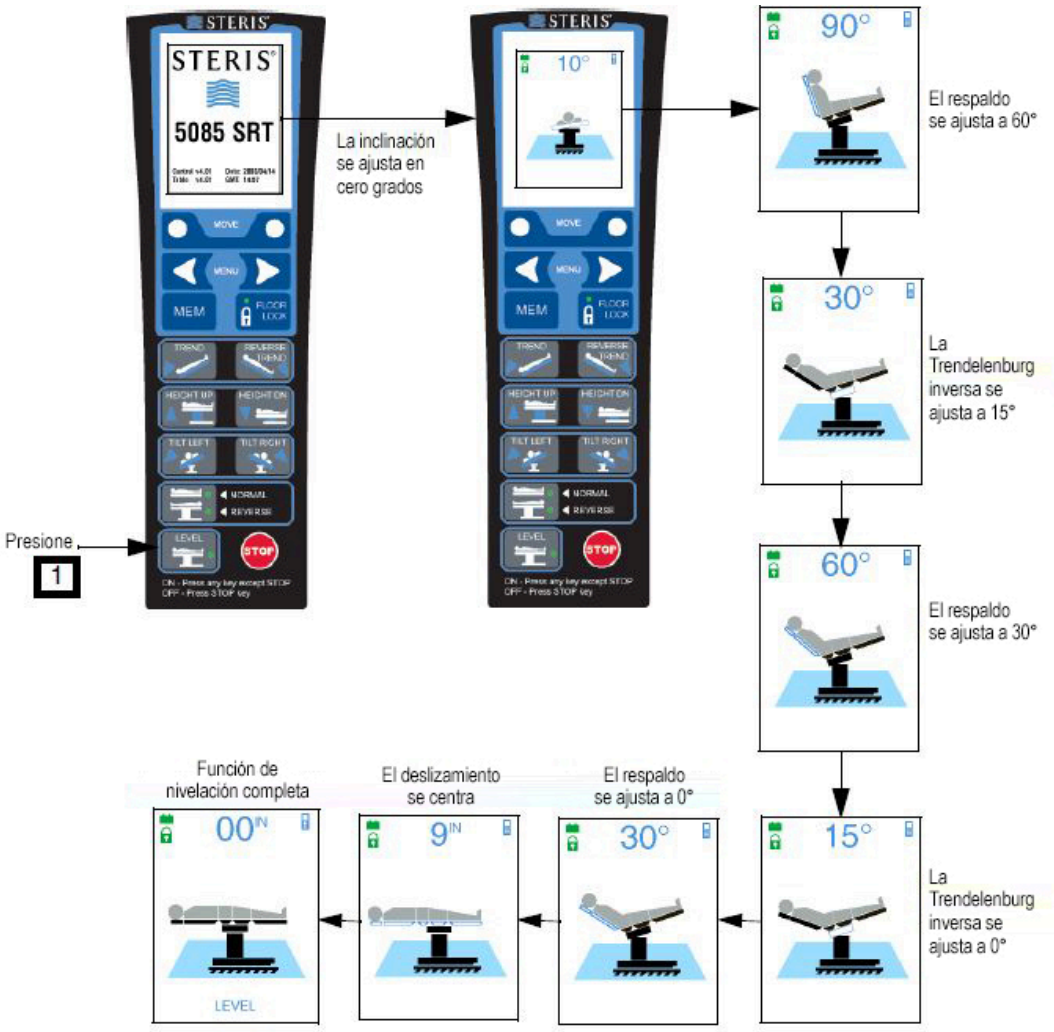

Figura 5-7. Función de nivelación de la mesa (típica)
6. **Al presionar el botón LEVEL (Nivelar) del mando principal la mesa quirúrgica se coloca en la orientación de nivel según se muestra en la *Figura 5-7*.**